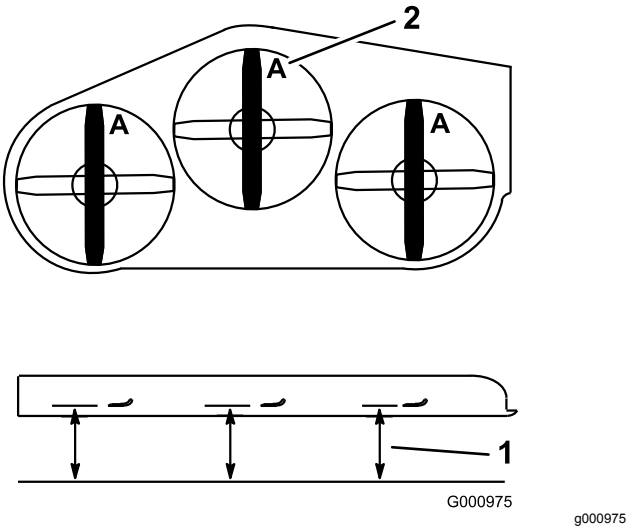

Figur 88
4. Mål fra en jevn overflate til kniveggen, posisjon **A**, på kniven (Figur 88).